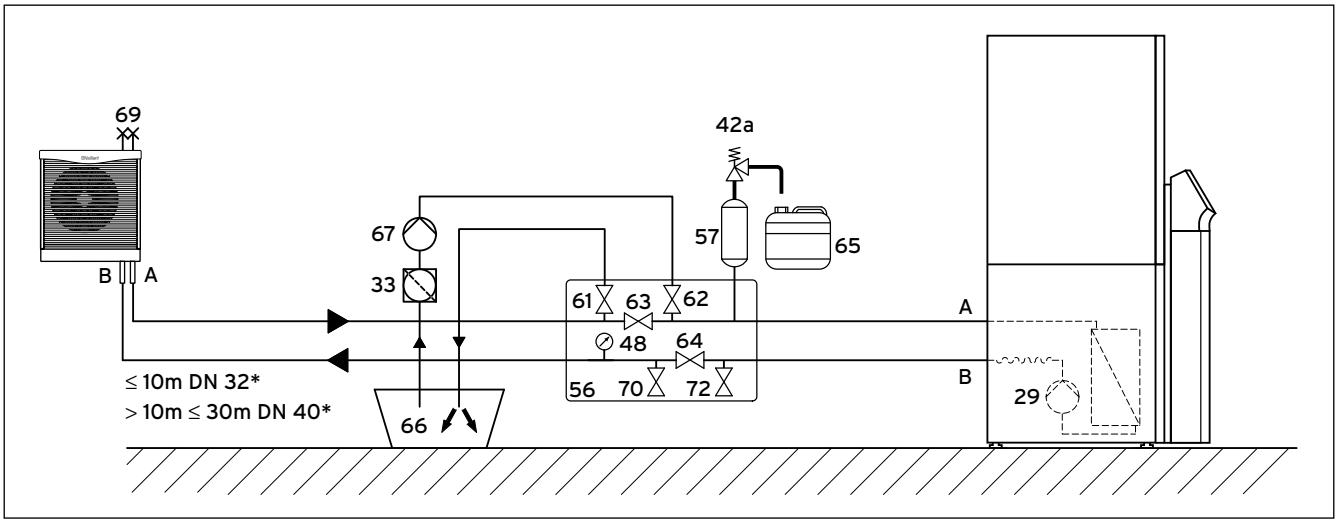

Abb. 6.4 Solekreis mit einer Außeneinheit und Wärmepumpen-Solebefüllstation (* einfache Strecke)
- Öffnen Sie ggf. alle weiteren Absperrventile, die in **→ Abb. 6.4** nicht gezeigt sind.